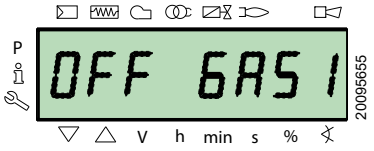

Fig. 45
- Gaz « **OFF GAS1** » (Fig. 45).